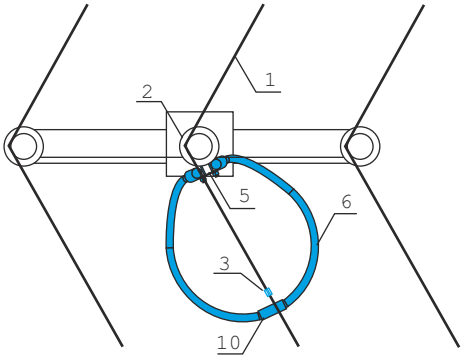

Рис.2 Схема размещения и ориентирования разрядников РДИП-10 на одноцепной ВЛ 6, 10 кВ.
2.2.1 На одноцепных ВЛ разрядники устанавливаются по одному на каждую опору с регулярным последовательным чередованием фаз (см. рис.2).